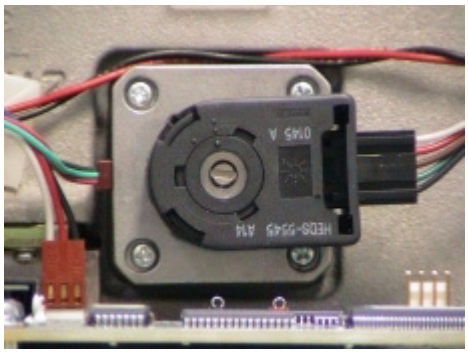

Figure 12-7 Filter Position Adjuster
* CCW will move the filter into the beam. See Figure 12-7.